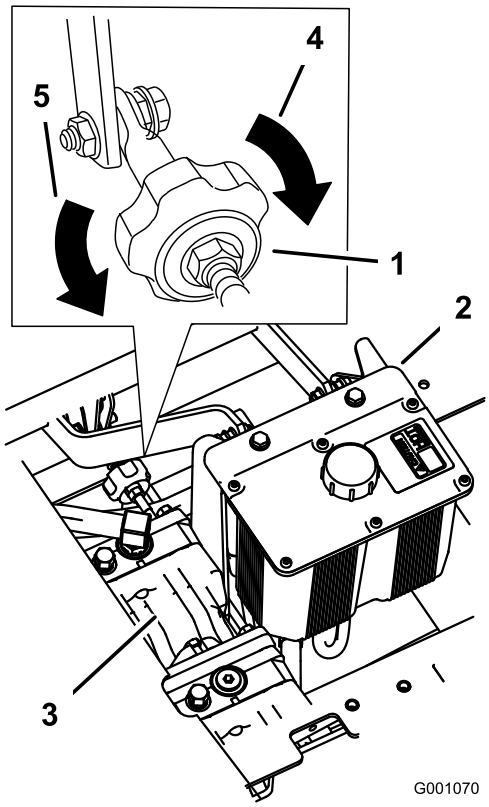

Figur 75
2. Ställ in pumpstavslängden genom att vrida ratten i lämplig riktning tills hjulet står stilla eller långsamt roterar bakåt (Figur 75).